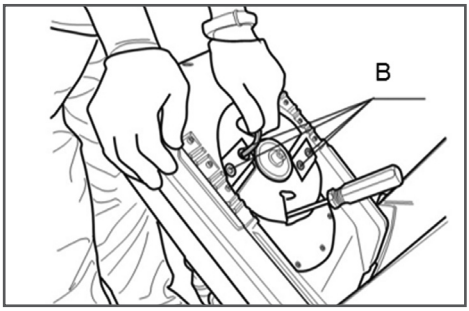

Рис. 9. Снятие ножей
6. Заблокируйте диск от проворачивания, как показано на Рис. 9.